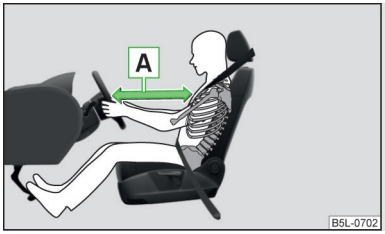

Fig. 8
- For the driver and front passenger, it is important to maintain a distance of at least 25 cm to the steering wheel or the panel » Fig. 8 - A, If you do not keep this distance, it means that the airbag system cannot protect you- There is a risk to life! The front seats must always also be correctly adjusted to match the body size of the occupant.